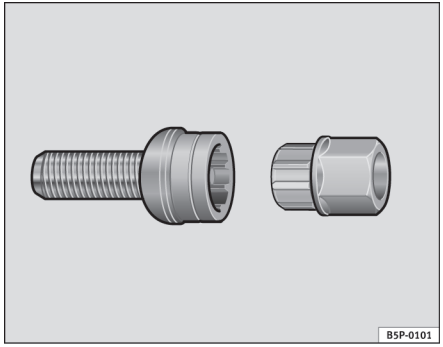

Fig. 177 Anti-theft wheel bolt
– Insert the adapter onto the wheel bolt and push it on as far as it will go ⇒ fig. 177.